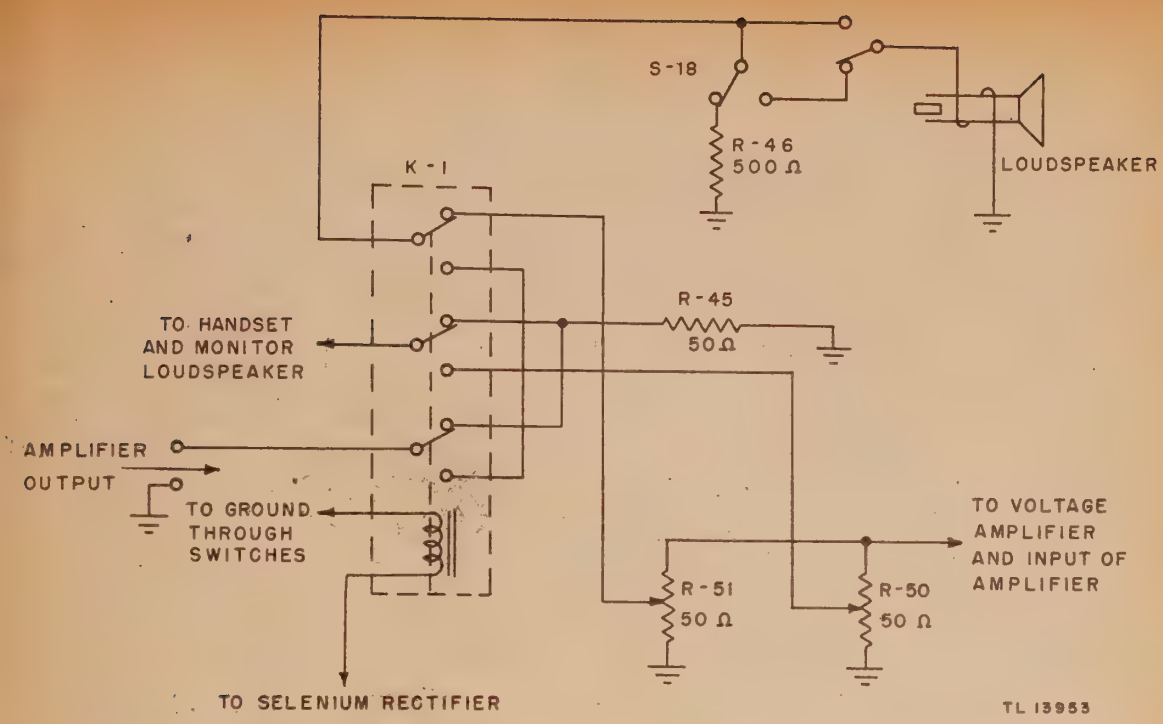

Figure 15. Circuit switching, simplified schematic.
The public address system with its associated amplifier and 12 loudspeakers is controlled from the control unit. With the press-to-talk handset switch closed, relay K–1 (fig. 15) is energized, and closes the circuit between the amplifier (entering the remote control unit through binding posts H–119 and H–120) and the speaker switch panel. The speakers to which the signal is transmitted are set by the series of switches S–5 to S–16. The voice or tone originates at the control unit, passes through amplifier V–3 and output jack J–1, to the input of the amplifier unit. From the amplifier output binding posts H–121 and H–122, the signal returns to the control unit, and on to the loudspeakers. When relay K–1 is not energized and ALL switch S–17 is off or grounded through resistor R–46, an audio signal from any of the 12 speakers enters the control unit through the speaker selector switches S–5 to S–16. This signal passes through the contacts of relay K–1 to the input of the
(3) Simplified and partial schematics (figs. 15, 16, and 17). These diagrams are particularly useful in trouble shooting, because the electrical functioning of the circuits is followed more clearly than on the regular schematics, thus speeding trouble location.
(4) Voltage and resistance data at socket connections (pars. 36 and 37).